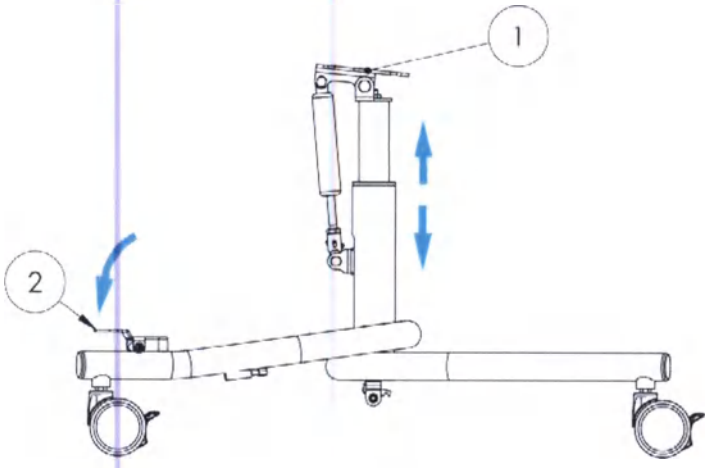

Рис. 13
Основная функция рамы А - возможность регулировки высоты платформы сиденья (1) *Рис. 13*. Движение платформы обеспечивается газовой пружиной. Пружина подобрана таким образом, чтобы исключить возможность самопроизвольного подъема, это возможно только с помощью сопровождающего лица. Движение сверху вниз имеет медленный характер, происходит при опускании педали рычага опускания (2) и подавляется усилием газовой пружины.